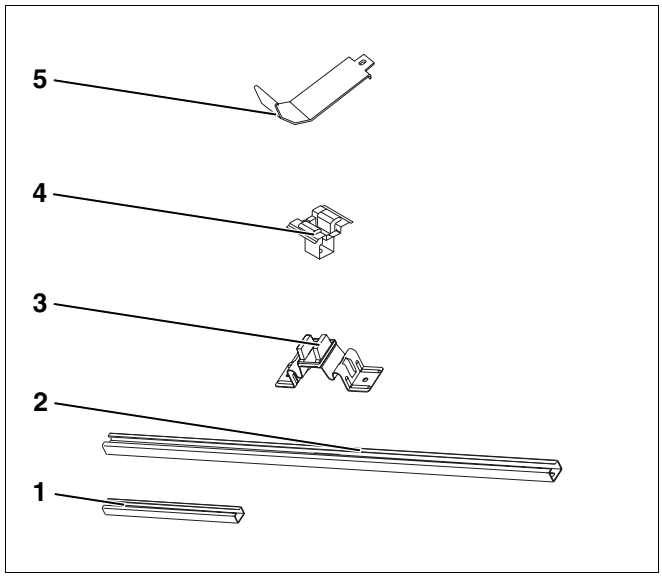

Afb. 7 Uitbreidingsset
5.2.2 Uitbreidingsset (per bijkomende collector) – afb. 7